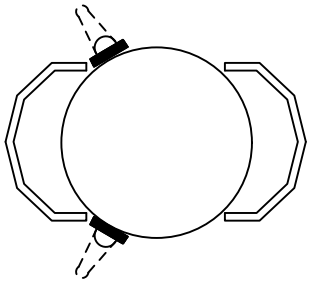

FIG. 4
(A) TEMPORARY POLE STEP LAG PLATES ARE TO BE INSTALLED WHEREVER DOUBLE STEEL TRUSSES ARE INSTALLED ON A POLE OR IF OTHER OBSTRUCTIONS SUCH AS RISERS, FENCING, ETC. WILL PREVENT SAFE CLIMBING ON POLES WITH SINGLE TRUSSES. IF POLE IS A CLASS THREE OR LARGER, INSTALL LAG PLATES ALTERNATIVELY AT 18 INCH INTERVALS ON SAME SIDE OF POLE (SEE PAGE 374.1, FIG. 2). IF POLE IS SMALLER THAN CLASS THREE, INSTALL LAG PLATES ALTERNATIVELY ON OPPOSITE SIDES OF POLE AT 18 INCH INTERVALS (SEE FIG. 4). INSTALL LOWEST LAG PLATE AT 18 INCHES ABOVE GROUND AND UPPER-MOST LAG PLATE NO GREATER THAN 18 INCHES BELOW THE TOP OF THE STEEL TRUSSES, INCLUDING THE PROTECTIVE COVER.